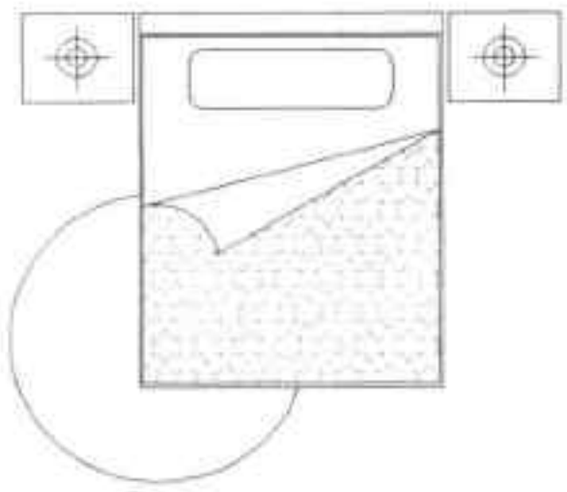

图7-77 绘制圆形地毯
Step11 执行“图案填充”命令，选择合适的图案对被褥进行填充。然后执行“圆”命令，绘制圆，作为地毯图形，并执行“修剪”命令，对图形进行修剪，如图7-77所示。